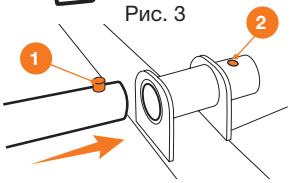

Рис. 4
- Вставьте колесо в трубчатый фиксатор, прижав пружинную шпильку 1. Проверните вал колеса таким образом, чтобы пружинная шпилька зафиксировала вал в фиксаторе 2 (Рис. 4).